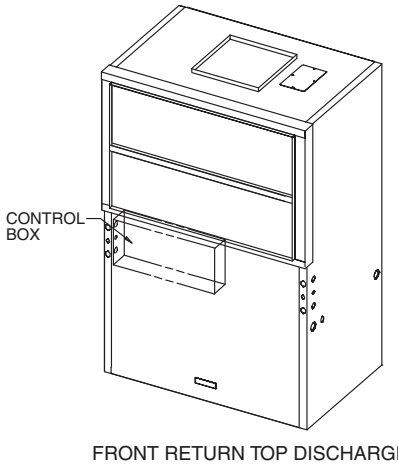

Fig. 23 — Replace Access Panels
8. Put 3 panels back onto unit. See Fig. 23.